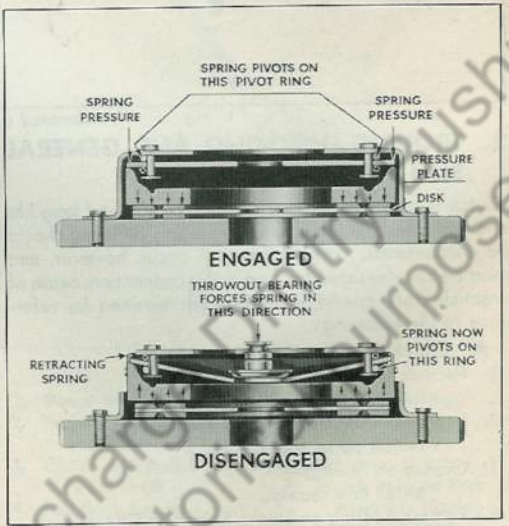

Fig. 1 Engaged and Disengaged Positions
B. Action of clutch is illustrated in Fig. 1 which shows relative positions of parts when clutch is "engaged" and "disengaged". Note that when engaged, clutch disc is contacting face of flywheel, being firmly held in this position by clutch pressure plate—which, in turn, is forced toward flywheel by pressure exerted upon it by the diaphragm spring. With clutch in this engaged position, engine and transmission are connected.
C. Pressing down on clutch pedal disengages clutch, thus severing connection between engine and transmission. Refer to Fig. 1 again and note that in "disengaged" position, clutch disc does not touch flywheel. Disengagement occurs when release bearing is forced against inner (small) fingers of diaphragm spring; this spring pivots on inner pivot ring while its outer (large) ends are connected to clutch pressure plate. This diaphragmatic action causes pressure plate and clutch disc to move away from flywheel, thus accomplishing clutch disengagement. When clutch pedal is released, release bearing no longer contacts fingers of diaphragm spring which now pivots on outer pivot ring and causes pressure to bear on outer diameter of pressure plate.